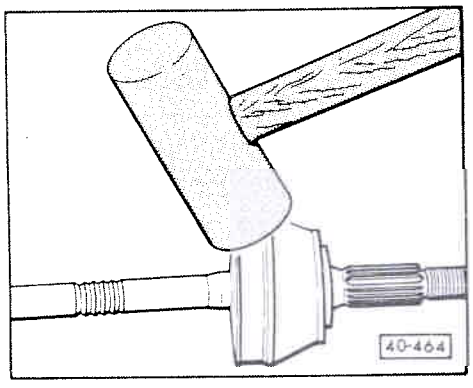

Fig. 3 Joint homocinétique extérieur : dépose
- ♦ Ne remplacer qu'au complet déposer => fig. 3